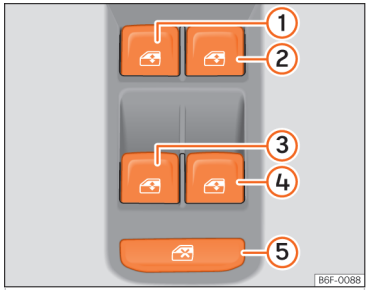

Abb. 86 Ausschnitt der Fahrertür: Tasten zum Bedienen der elektrischen Fensterheber.
Mit dem Sicherheitsschalter ››› **(Abb. 86)** ⑤ in der Fahrertür können die Fensterheber-Tasten in den hinteren Türen außer Funktion gesetzt werden.